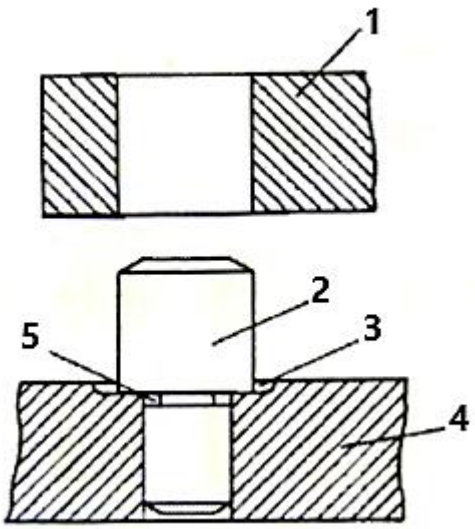

FIGURE 4 (5)
7.1 Name the different parts (1–5) of the following flat surface locator in FIGURE 4: